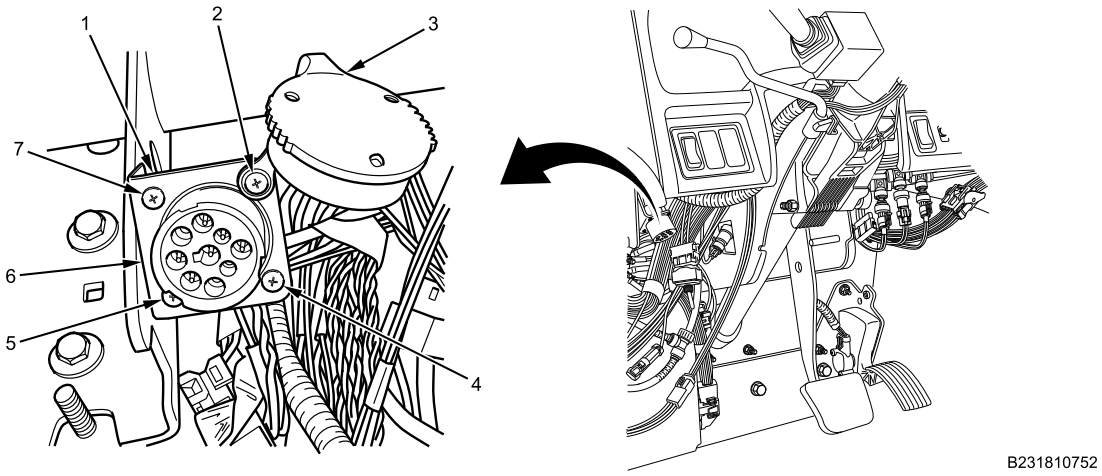

Figure 2. Data Link Connector.
2. Disconnect cap (Figure 2, Item 3) from receptacle data link connector (Figure 2, Item 6).
3. Remove screws (Figure 2, Item 2, 4, 5, and 7) from receptacle data link connector IP bracket (Figure 2, Item 1).
4. Remove receptacle data link connector (Figure 2, Item 6) from IP bracket (Figure 2, Item 1).